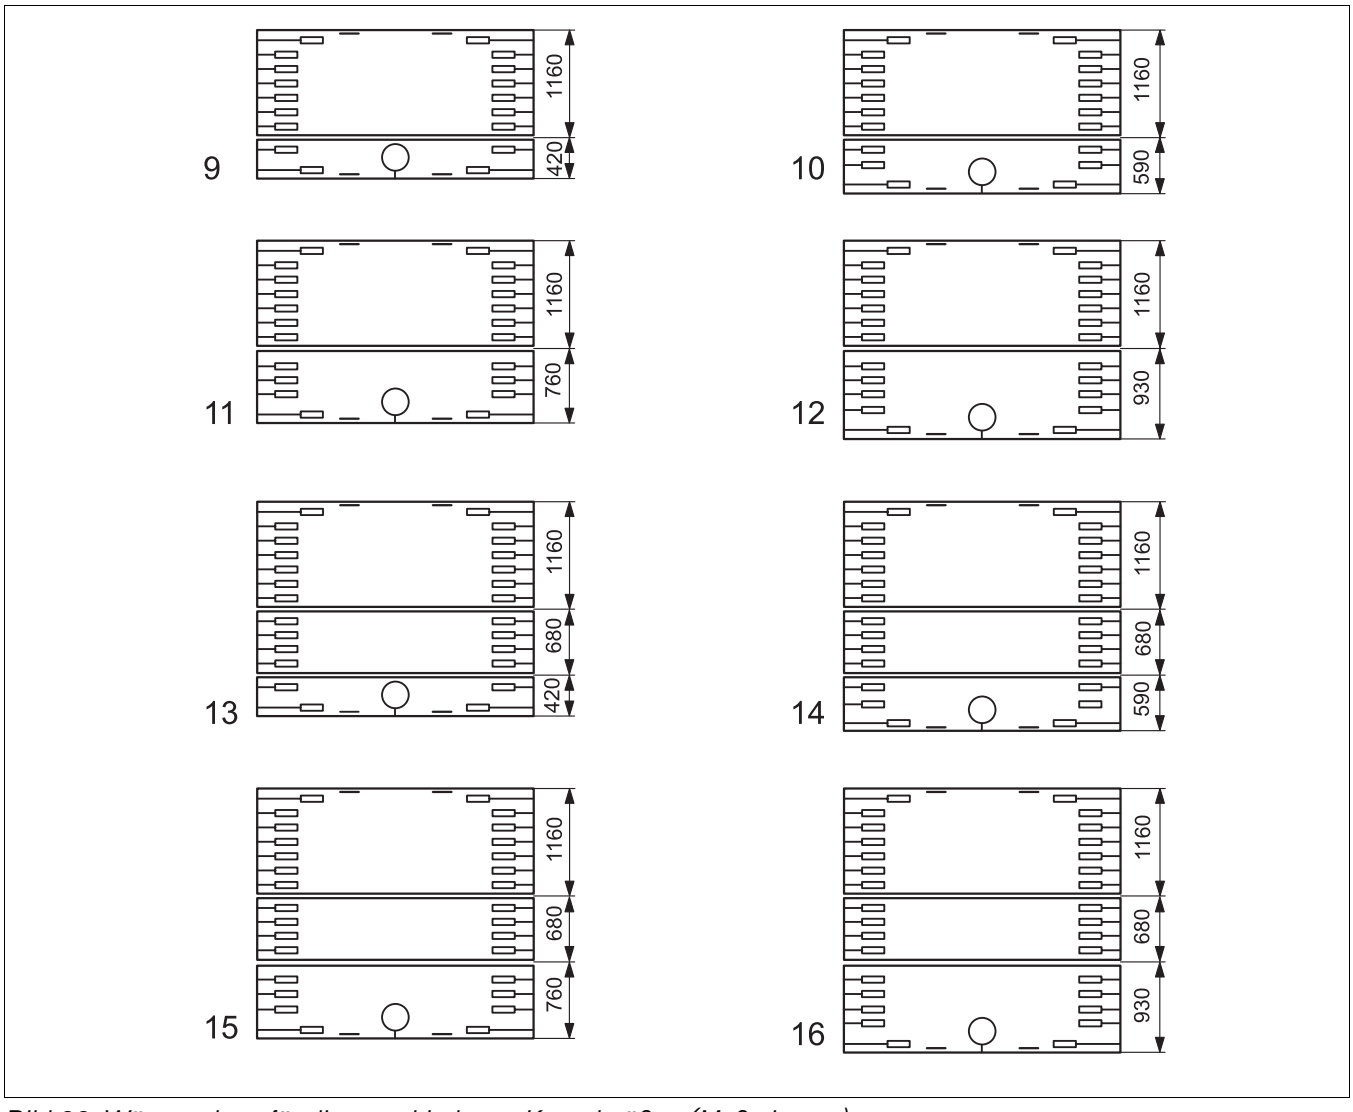

Bild 38 Wärmeschutz für die verschiedenen Kesselgrößen (Maße in mm)
- Wärmeschutz nach dem in → Bild 38 abgebildeten Schema auf dem Kesselblock anordnen (die Ziffern links neben den von oben dargestellten Kesselblöcken entsprechen der Anzahl der Kesselglieder).